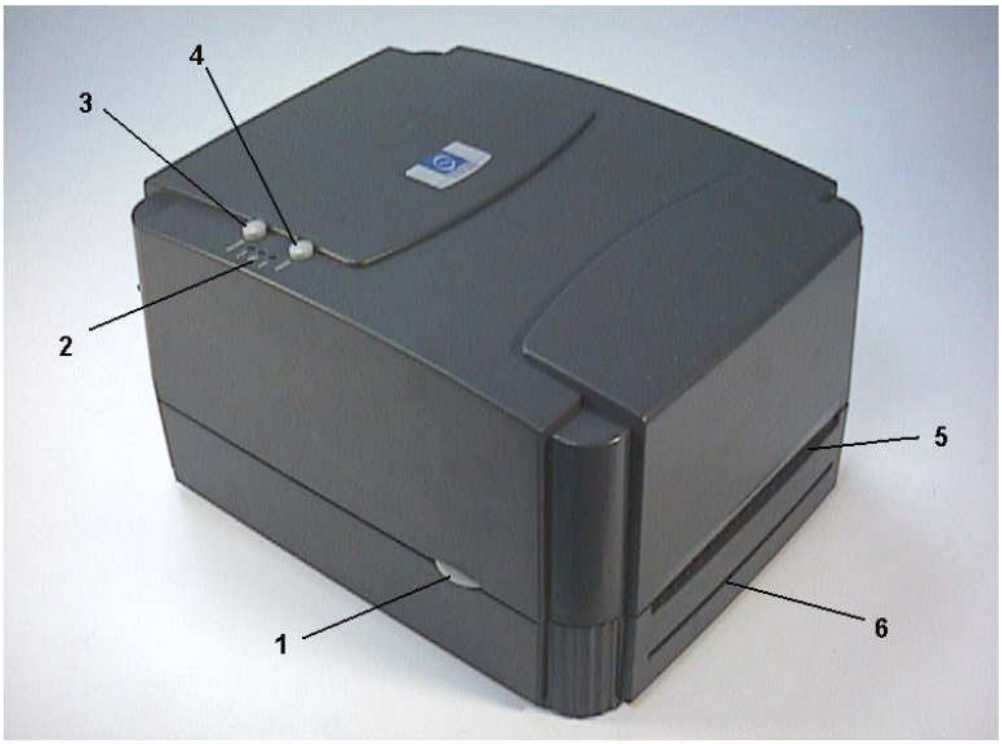
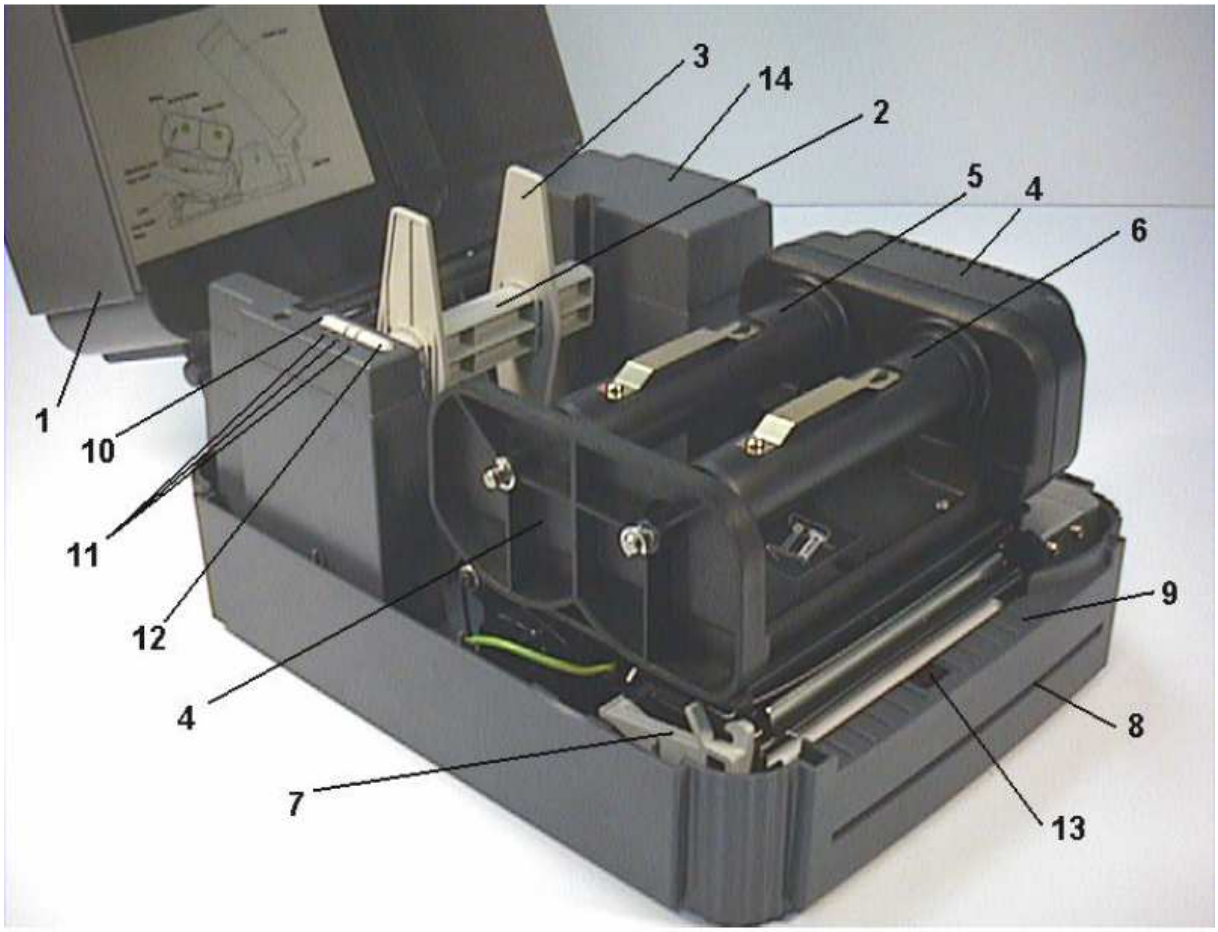

BILD 1
BILD 2
Öffnen Sie dann den Gehäusededeckel mit Drücken der beiden 'Tasten' [(1) in BILD 1] seitlich vorne am Gehäuse. Klappen Sie den Gehäusedeckel von vorne hoch, wie in BILD 2 gezeigt.
Entriegeln Sie dann den Druckmechanismus, indem Sie den Hebel [(7) in BILD 2] betätigen und klappen ihn ein wenig hoch. Entnehmen Sie vorne das kleine Schaumstoffstück, das den Druckkopf während des Transportes vor Beschädigungen schützen sollte und entfernen Sie alle weiteren Transportsicherungen.